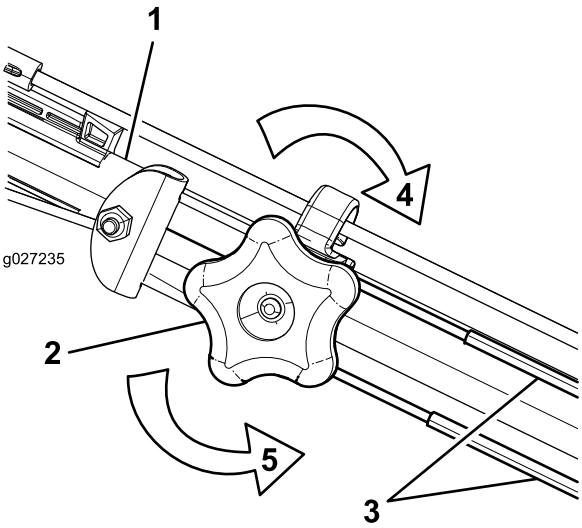

Figur 36
1. Vri justeringsknotten mot klokken for å løsne kabeljusteringen (Figur 36).
2. Juster strammingen på kablene (Figur 36) ved å trekke dem utover eller skyve dem forover, og holde den stillingen.